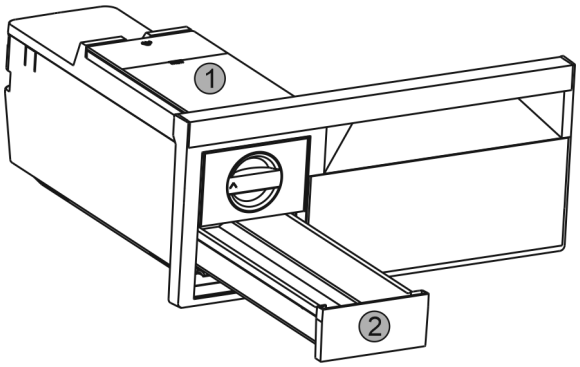

Fig. 66
▶ Take out the water tank *Fig. 66 (1)* and ice cube drawer *Fig. 66 (2)*.